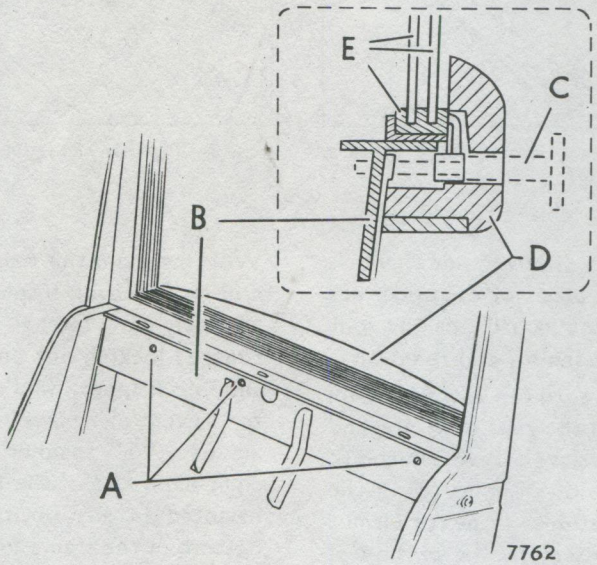

Fig. 36. *View of glass fitment*
Remove the sliding glass locking handle (C) and ashtray from the rear facia (D, Fig. 36).